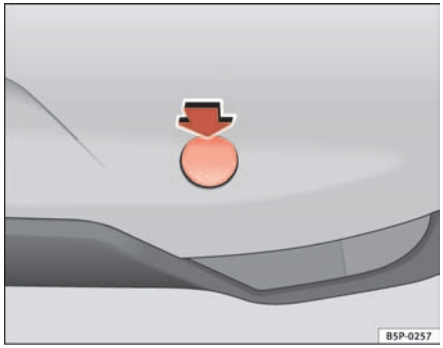

Fig. 205 Cover for towing eye at rear
– Free the cover pushing the upper part in the direction of the arrow ⇒ fig. 205.